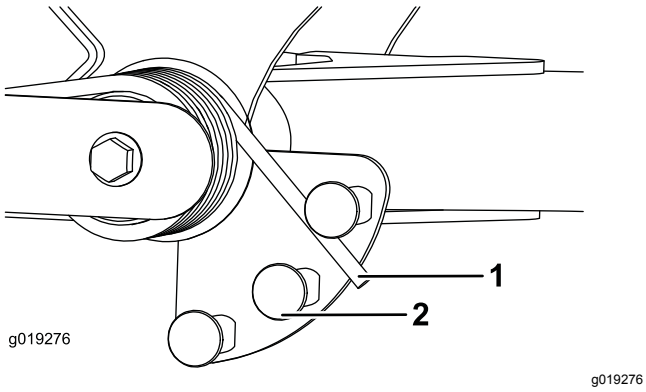

Figur 65
2. Sett inn et rør eller lignende objekt på den lange fjærenden og sving det rundt fjæraktuatoren til ønsket stilling (Figur 65).